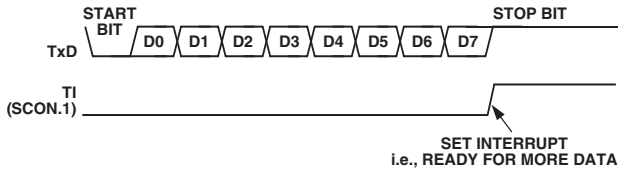

Figure 52. UART Serial Port Transmission, Mode 0
Transmission is initiated by writing to SBUF. The "write to SBUF" signal also loads a 1 (stop bit) into the ninth bit position of the transmit shift register. The data is output bit by bit until the stop bit appears on TxD and the transmit interrupt flag (TI) is automatically set as shown in Figure 52.